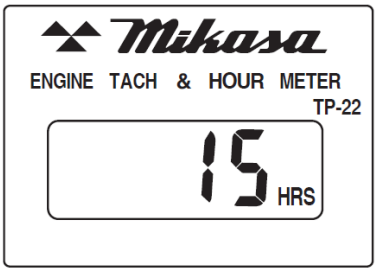

Fig. 9
4. När motorn är står still visar tim- och varvtalsräknaren total driftstid (kumulativ tid) i timmar (HRS). (Fig. 9)